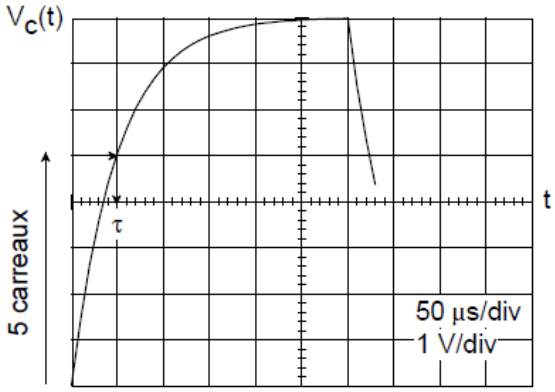

figure : 10
- Si on opte pour un signal avec une amplitude maximale de *8 carreaux (figure 10)*, et en prenant *5 carreaux* pour $V_c(\tau)$, on a $\frac{V_c(\tau)}{E} = \frac{5}{8} = 0{,}625$ pratiquement égale à $0{,}63$. Cette méthode mène à une valeur de $\tau$ beaucoup plus précise.